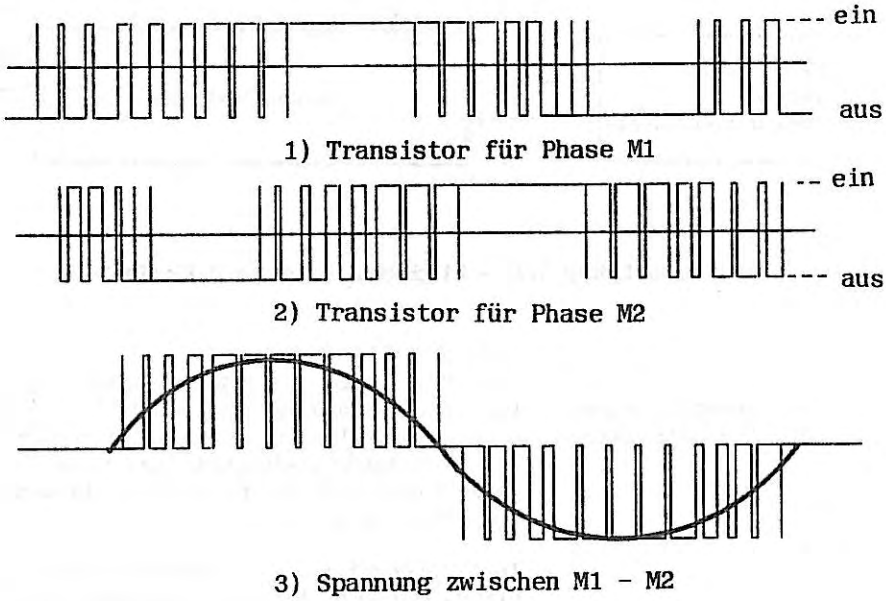

Abb. 5.1b - Ausgangswellenformen im Inverterbereich
In den Diagrammen **1** und **2** der **Abbildung 5.1b** ist die Ausgangs-wellenform der Ausgangs-phasen **M1** und M2 dargestellt. Die in der Steuerschaltung generierten Impulse werden über den **Ansteuerkreis** der Basis den Inverter-Transistoren zugeführt, die daraufhin den Schaltvorgang dem Ansteuerkreissignal entsprechend durchführen. Die Wellenform in Diagramm **3** der **Abbildung 5.1b** stellt die logische Summierung der Ausgangs-phasen **M1** und **M2** dar. Die durchschnittliche Ausgangs-spannung wird nun sinusförmig und der im Motor fließende Motorstrom erreicht einen annähernd sinusförmigen Wert.
2. Die Schaltung generiert Kommandos (Impulse), die dem **Ansteuerkreis** zugeführt werden, der daraufhin die erforderliche Ausgangsfrequenz und Spannung erzeugt (siehe hierzu **Abb. 5.1b**).